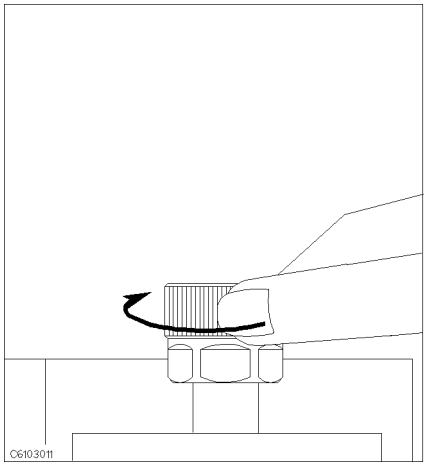

Figure 4-5.
3. Turn the APC-7® connector on the test head as shown in Figure 4-5.